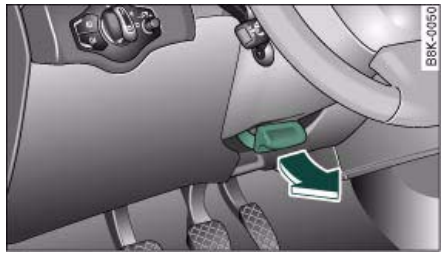

Fig. 129 Lever beneath steering column
– Pull the lever ⇒ fig. 129 -arrow- ⇒ ⚠ up.